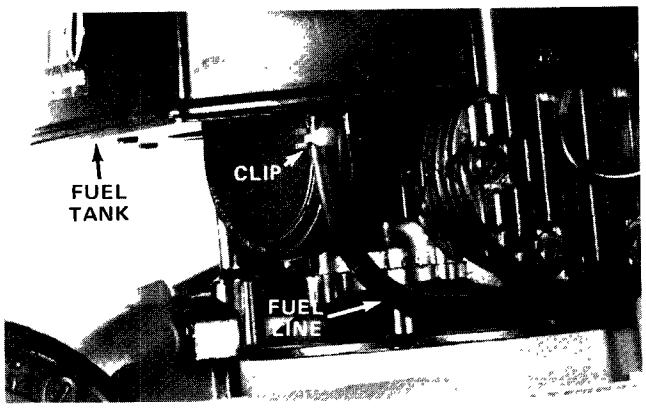

Figure 29
1. Drain gasoline from fuel tank and fuel line (Fig. 29): refer to Draining Gasoline, page 14. Next, start engine and let it run at idle speed until it stops because all gasoline is used.